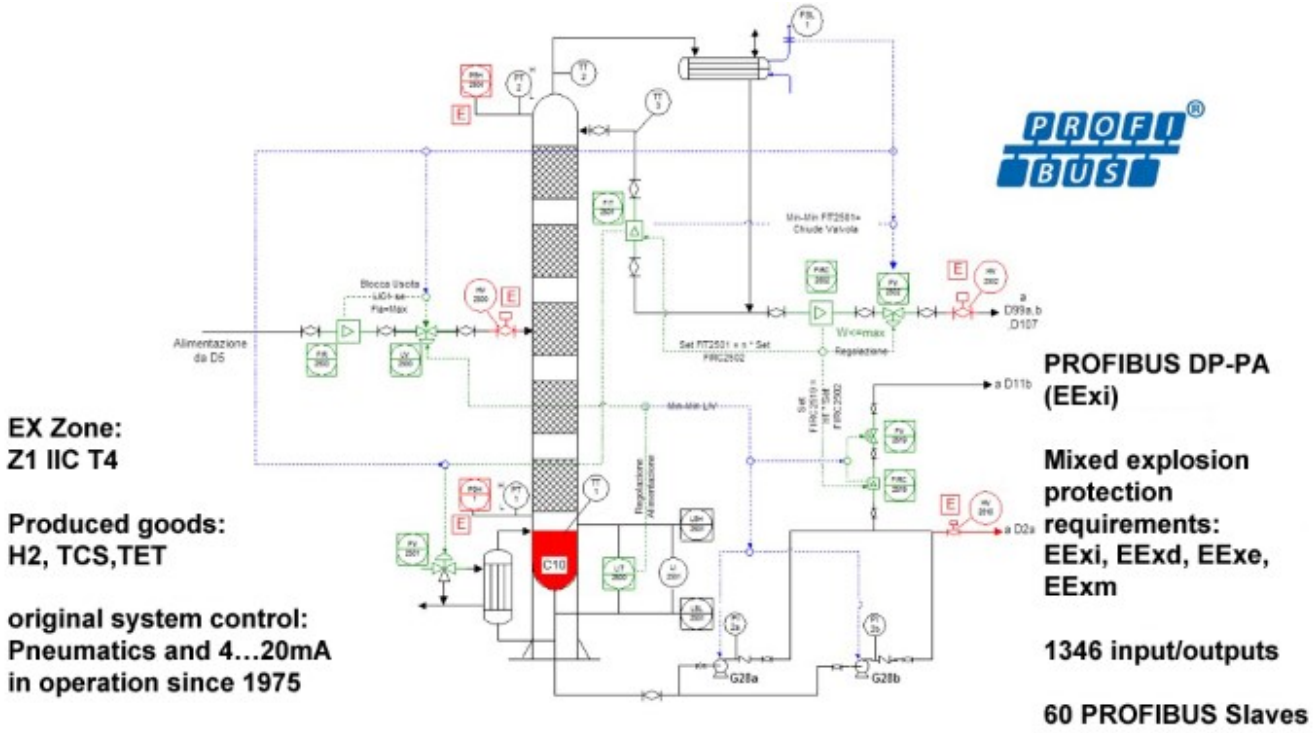

Figure 3: PROFIBUS system at Solland Silicon 1997
The next time that the slave with the diagnostic has its' turn in the I/O cycle, the master sends a "get diagnostic" telegram to the slave instead of outputs and the slave responds with the diagnosis instead of inputs. When the master reads the diagnosis, the slave turns off the bit that says it has a new diagnosis. The master then continues with data exchange to all the other slave devices. The next time through, the master performs data exchange with the slave, just like before. This is illustrated in Figure 3.
***Figure 3** The Master sends "read diagnostic" to the slave instead of writing outputs and reading input. The slave responds with the diagnostics. The next scan the Master goes back to normal data exchange with the slave.*